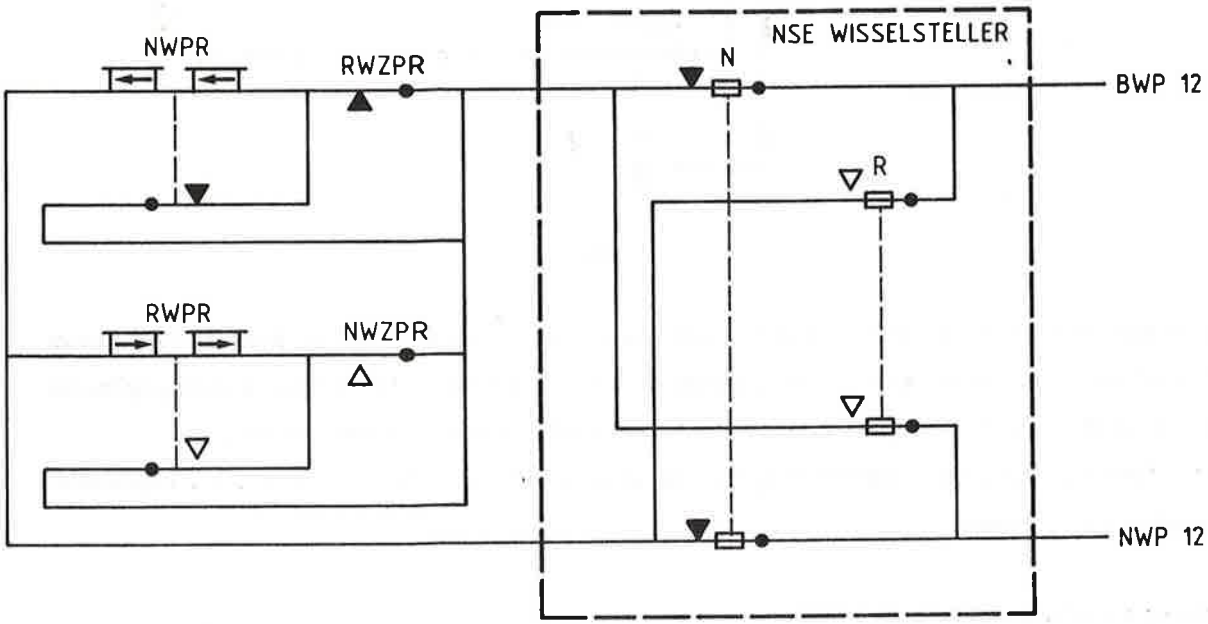

afb. 105
7.2.3 De wisselstandrelais (afb. 105)